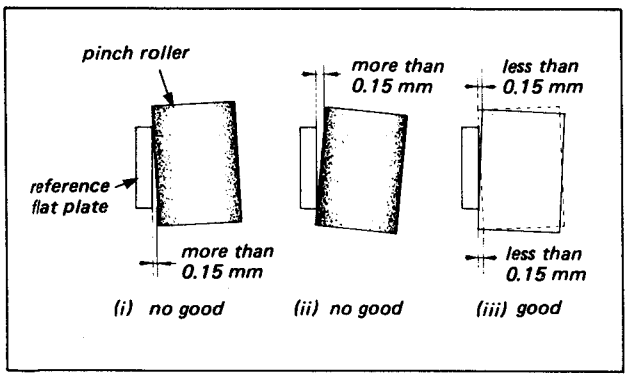

Fig. 8-2. Pinch roller azimuth error
1. Press the Flat Plate on the surface of the Pinch Roller and Capstan so that there is no clearance between the Flat Plate and the Capstan. Observe the clearance in direction "B" then press the jig on the oposite side of the Capstan (Dotted line). Check to see that the clearance between the jig and Pinch Roller is satisfied the specification shown in Fig. 8-2 (iii). If not, adjust as following procedure.